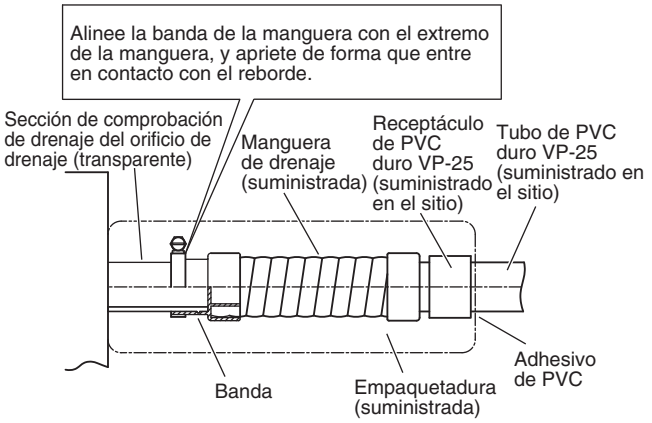

Fig. 3-8
(1) Prepare un tubo de PVC duro estándar (diámetro exterior de 32 mm) para el drenaje y emplee la manguera de drenaje y la banda de manguera suministradas para evitar fugas de agua.El tubo de PVC debe adquirirse por separado. El orificio de drenaje transparente de la unidad le permitirá comprobar el drenaje. (Fig. 3-8)
- **Apriete las abrazaderas de manguera de modo que sus tuercas de cierre queden orientadas hacia arriba. (Fig. 3-8)**